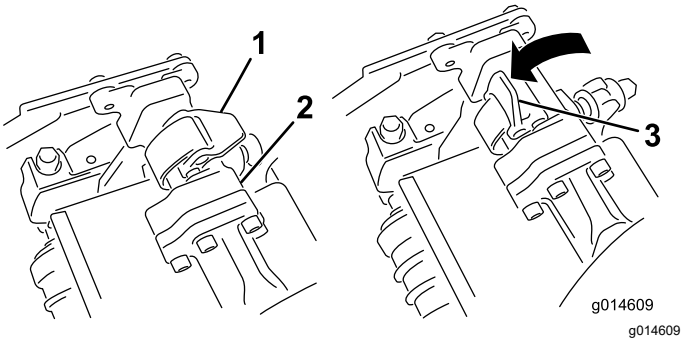
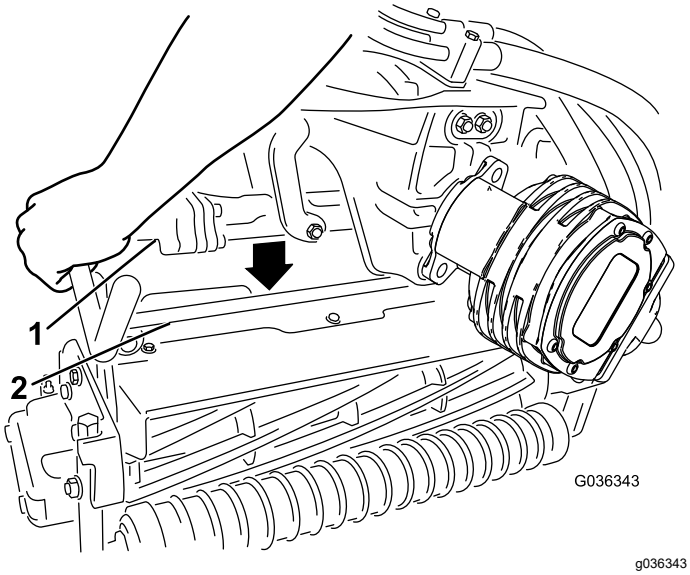

Figuur 65
Figuur 66
4. Open de vergrendelingen op de stang van de ophangarm (Figuur 65) en duw de ophangarm naar beneden zodat de stang over beide bevestigingsarmen op de maai-eenheid past en zorg ervoor dat de vergrendelingen onder de dwarsstang van de maai-eenheid gaan (Figuur 66).
5. Sluit de vergrendelingen rond de stang van de maai-eenheid en vergrendel ze (Figuur 65).
6. Open de vergrendelingen op de stang van de ophangarm van de maai-eenheid dat u wilt verwijderen (Figuur 65).